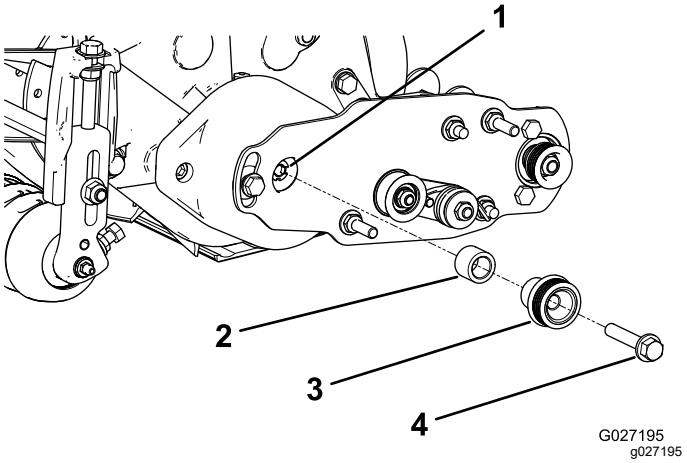

Figura 15
1. Inserite il distanziale sull'albero dell'alloggiamento del cuscinetto (Figura 15).
2. Inserite la puleggia motrice nel distanziale e sull'albero di trasmissione (Figura 15).
3. Fissate la puleggia all'albero di trasmissione con un bullone a testa flangiata (⅜ x 2"); fate riferimento alla Figura 15.